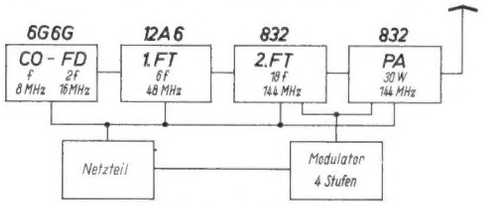

Bild 1. Blockschema des 2-m-Senders
dem Blockschema Bild 1 hervor. An die Quarzoszillatorstufe (CO) mit der Röhre 6 G 6 G, in der gleichzeitig eine Frequenzverdoppelung (FD) stattfindet, schließt sich eine Frequenzverdreifacherstufe mit der Röhre 12 A 6 an. Wenn der Quarz auf 8 MHz schwingt, tritt also in dieser Stufe bereits eine Frequenz von 48 MHz auf. In der zweiten Frequenzverdreifacherstufe, die mit der Röhre 832 arbeitet und bereits eine Leistungserhöhung bewirkt, wird die Frequenz 144 MHz erreicht. Der folgende Endverstärker (PA) mit einer weiteren Röhre 832 arbeitet mit einer Leistung von 30 Watt gleichfalls auf 144 MHz.